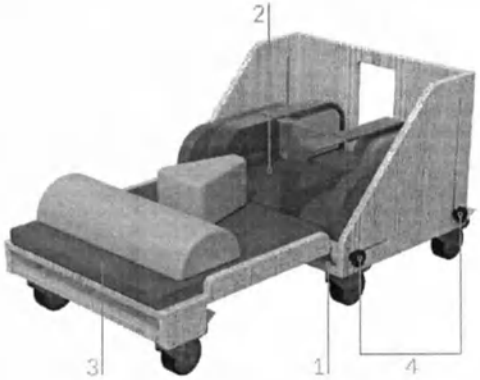

Рис. 2 – Общий вид опоры
Опора (рис. 2) состоит из основания на колёсах (1), на котором размещаются подушки для формирования ложа.